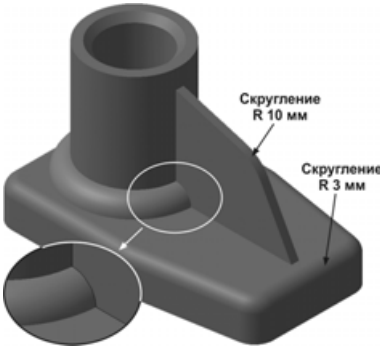

Рис. 6.95
- Дополнительно постройте в модели два скругления, как это показано на рис. 6.95. Обратите внимание на форму ребра в его нижней части — система автоматически контролирует пересечение элемента с ближайшими гранями детали.